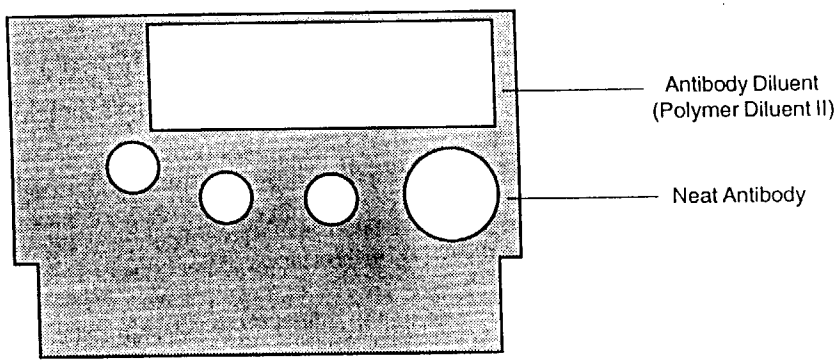

FIGURE 1
2. Pipet Polymer Diluent II directly into the Primary Reagent cavity of the reagent rack. Pipet Antibody Reagent into the largest (right most) well of the reagent rack (see FIGURE 1).